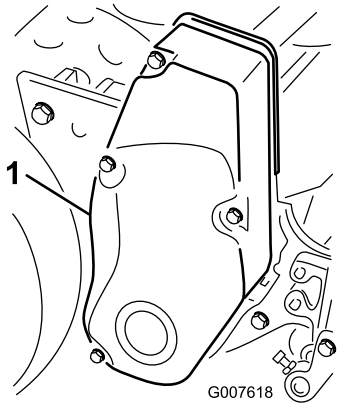

Figur 34
1. Ta bort fästskruvarna på remkåpan och sedan remkåpan så att remmen blir synlig (Figur 34).